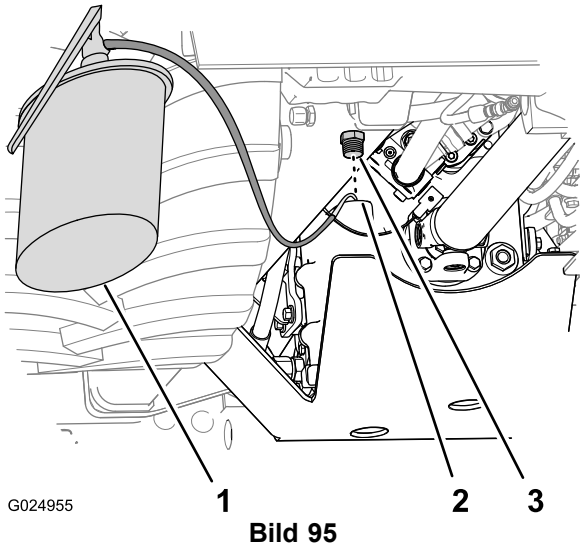

Bild 95
4. Füllen Sie das Getriebe mit Öl der angegebenen Sorte durch den Füllanschluss (Bild 95).